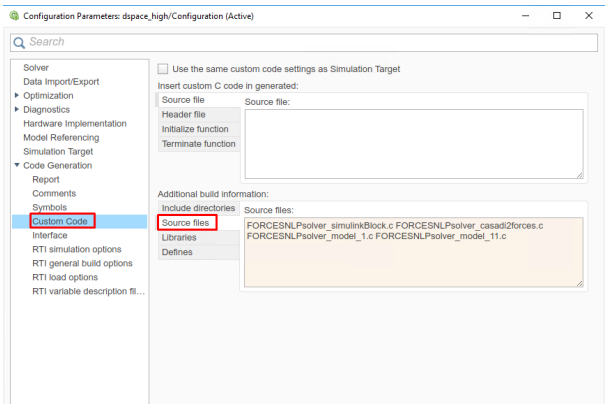

Figure 10.11: Add the source files used for the code generation.
11. (Figure 10.11) In the "Code Generation/Custom Code" tab, add the source files: